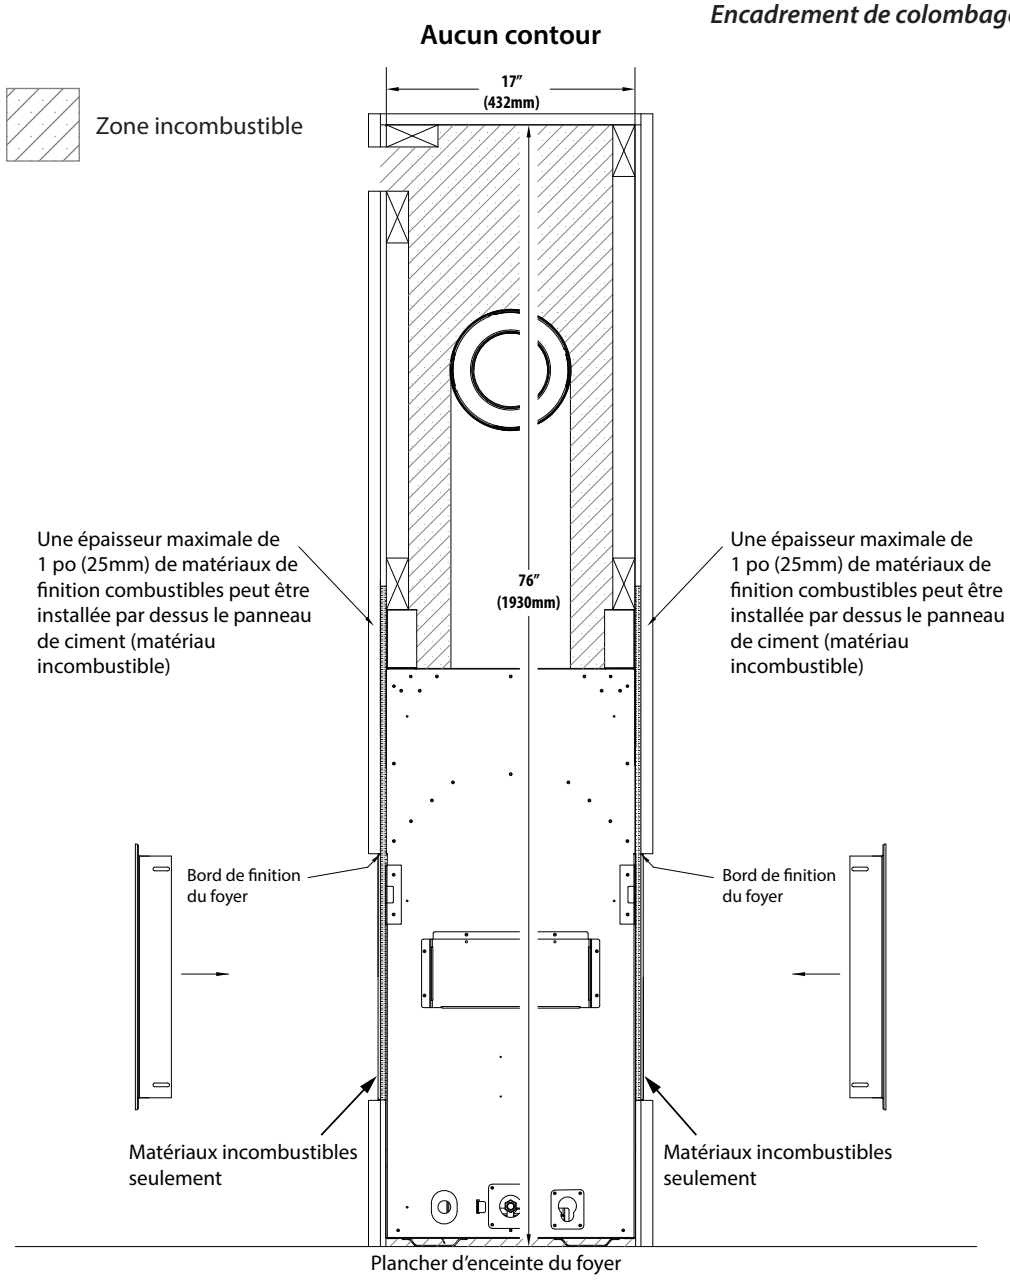

Figure 4.13, Matériaux de finition murale combustibles
- La Figure 4.13 (page 46) montre l'installation de matériaux combustibles de finition murale d'une épaisseur maximale de 1 po (25 mm).